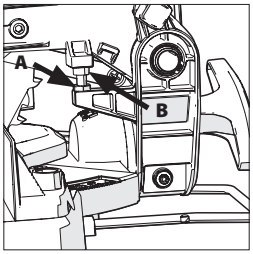

Fig. 12A + 12B
- Desaperte a porca do parafuso de retenção do movimento descendente com uma chave de porcas de 10 mm (não incluída) **(Fig. 12A)**.